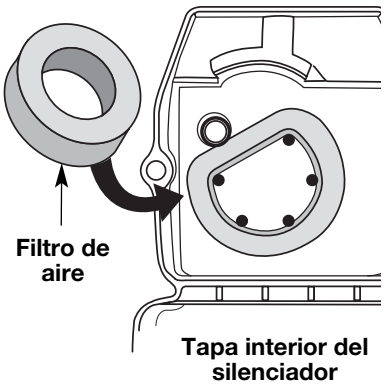

Fig. 22
2. Gire la tapa y ubique el filtro de aire adentro. Saque el filtro de aire de adentro de la tapa del filtro de aire / silenciador (Fig. 22)
6. Cambie el filtro de aire dentro de la tapa del filtro de aire / silenciador (Fig. 22).